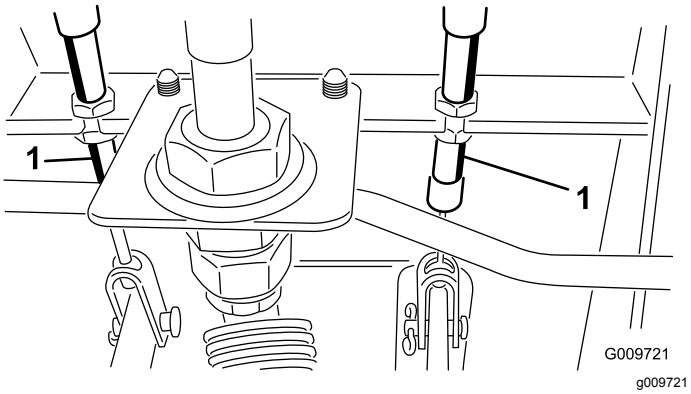

**Figur 75**
A. Løsne den fremre mutteren på gjengeenden på bremsekabelen (Figur 75).